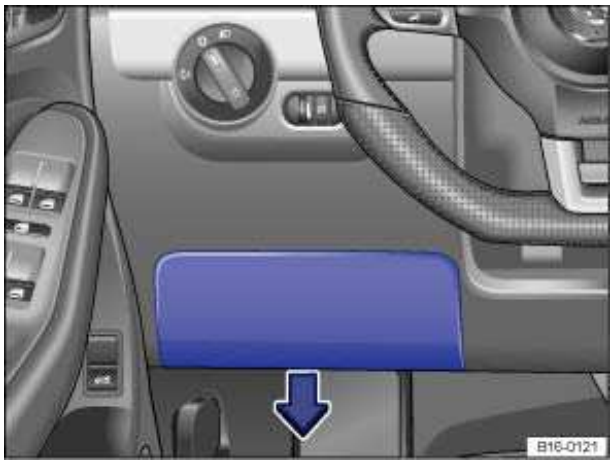

Fig. 168 On the driver side in the instrument panel: Fuse box cover.
- Pull the lower part of the cover in the direction of the arrow ⇒ fig. 168 and remove the cover from the bottom.